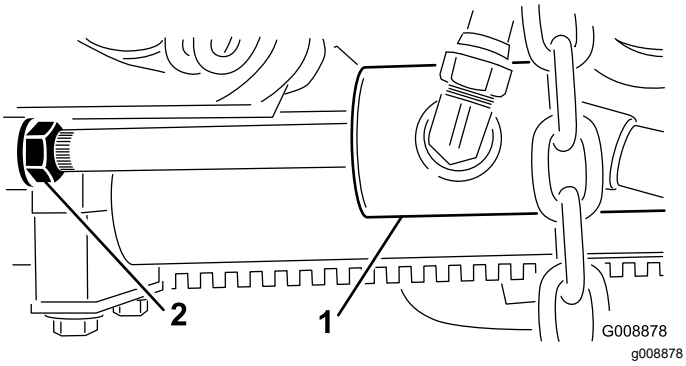

Figur 29
2. Lossa kontramuttern på lyftcylinderns stång (Figur 29).